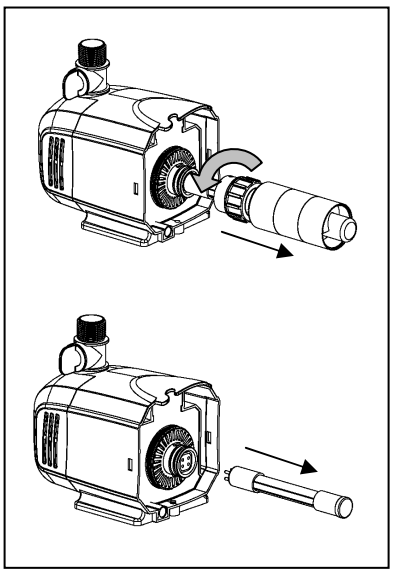

Fig. 14
8. Note: In the unlikely event the UV bulb needs replacing, remove glass tube by turning the glass tube assembly counterclockwise and pulling away from the lamp base. Gently the pull bulb straight apart from the bulb socket and insert the replacement bulb in the reverse manner. Fig. 14